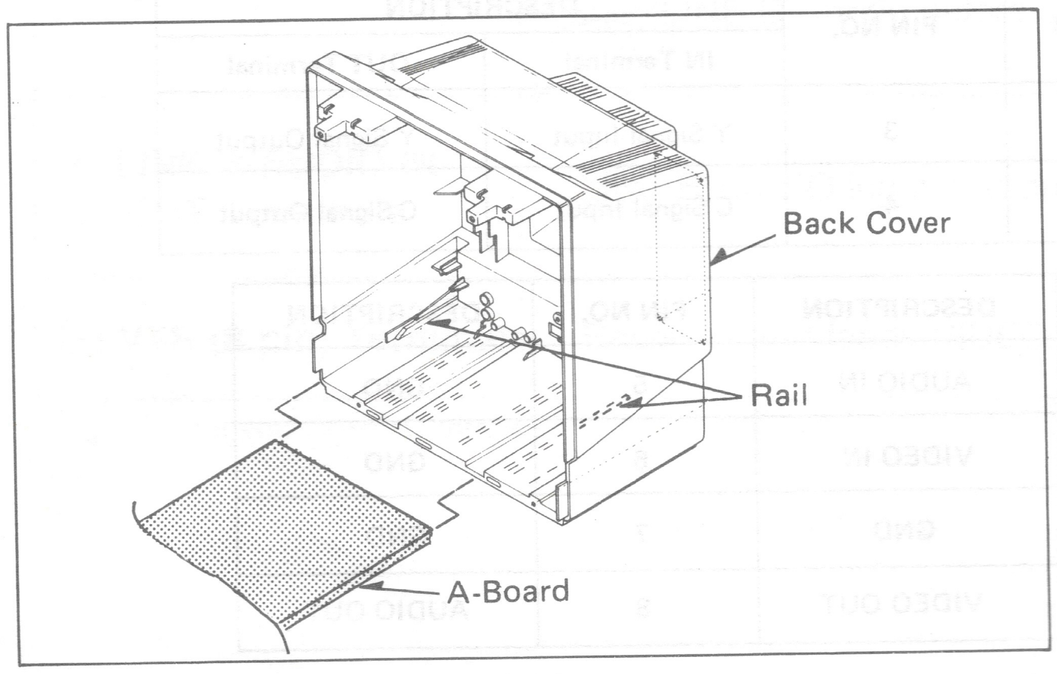

Fig. 3
(1) Carefully slide the A-Board forward to Back Cover after confirming that the A-Board was inserted in rails as shown in Fig. 3.